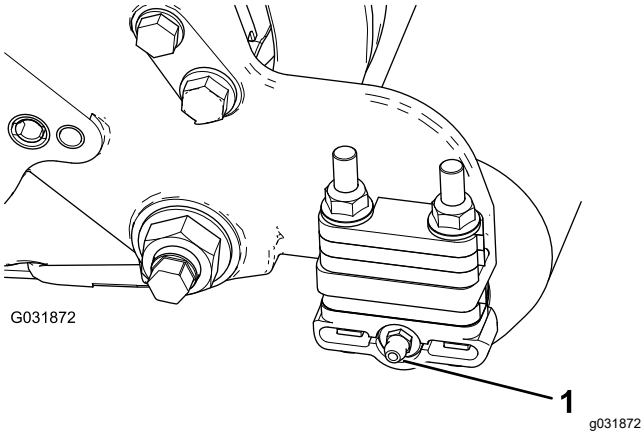

**Рисунок 8**
2. Установите прямоугольную масленку так, чтобы она была направлена назад (Рисунок 8).